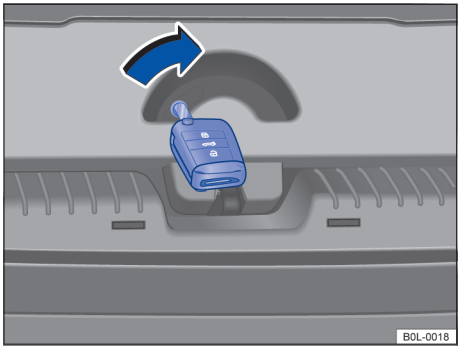

图 48 行李箱内：开启尾门锁
– 将钥匙头插入到尾门锁上的圆形槽口内，并沿箭头方向推动解锁拨杆 →图 48，同时将尾门向外推，直至其打开。 ◁